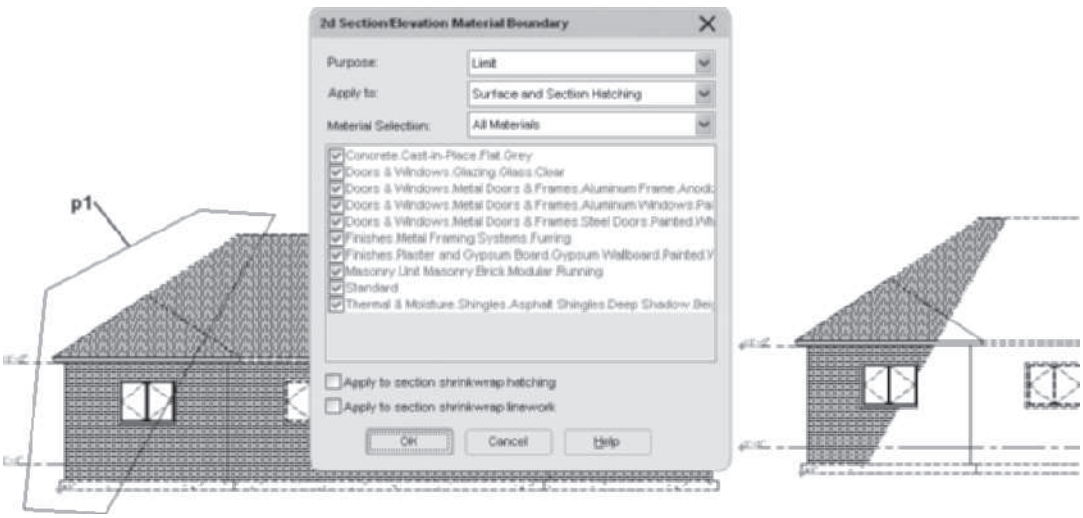

FIGURE 12.76 *Editing hatch of the elevation*
29. Select the Home tab. Select the **Polyline** command from Line flyout menu of the Draw panel. Draw a closed polyline as shown in Figure 12.76. Select the elevation, choose **Add** from the **Material Boundary** panel. Respond to the workspace prompts as shown below to modify the hatch pattern:
as shown at p1 in Figure 12.76.)